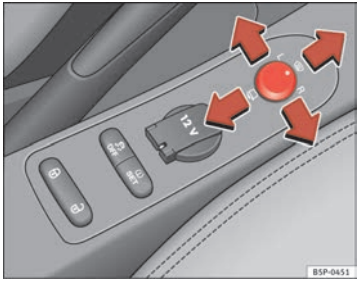

Fig. 91 Controls of exterior mirrors
1. Turn knob ⇒ fig. 91 to position **L** (**left exterior mirror**).
– Turn the knob forwards to the central position ⇒ fig. 91 (1) so that the heated rear view mirrors warm up and the heated windscreen* in the wiper blade rest area is activated. ⇒ page 130.
– Turn the control ⇒ fig. 91 to position to fold in the exterior mirrors. You should always fold in the exterior mirrors if you are driving through an automatic car wash. This will help prevent damage.